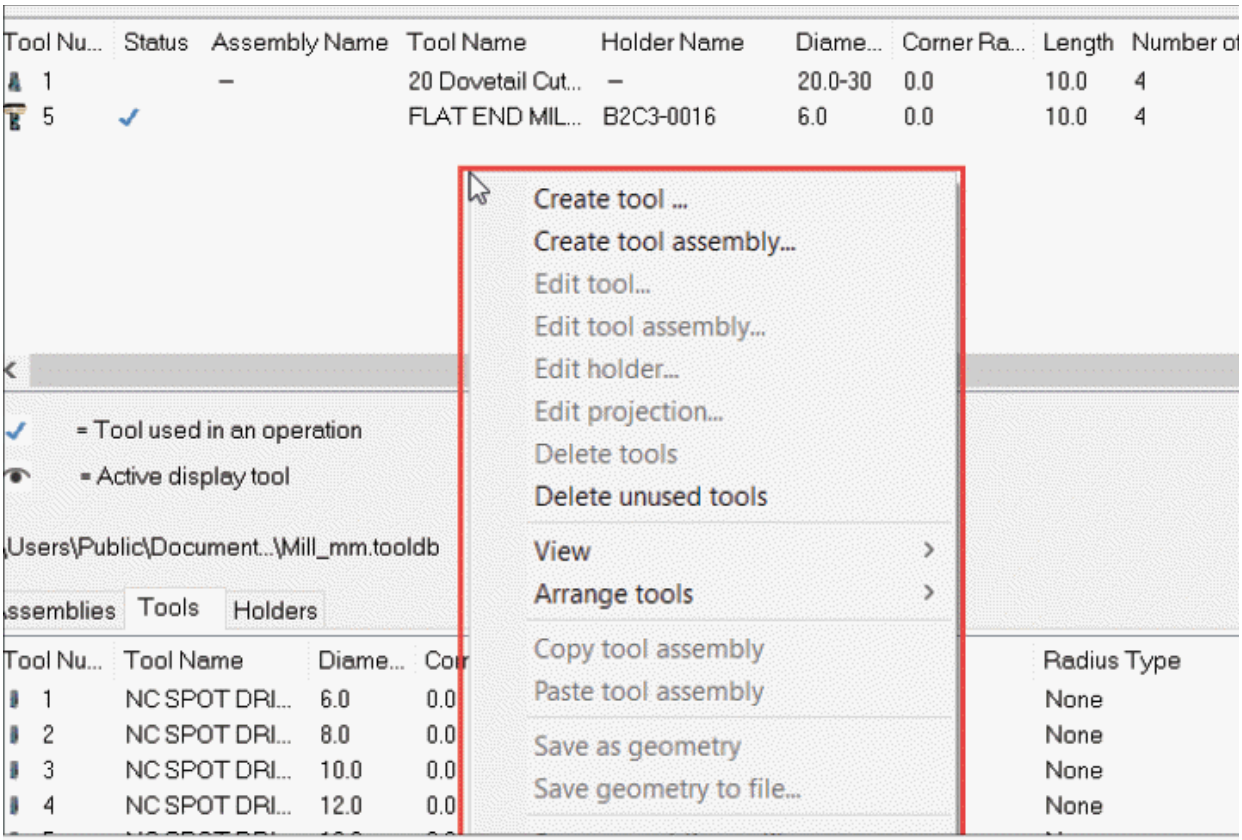

Figure-30. Shortcut menu for tools
- Right-click in the top area of the dialog box to display shortcut menu; refer to Figure-30.